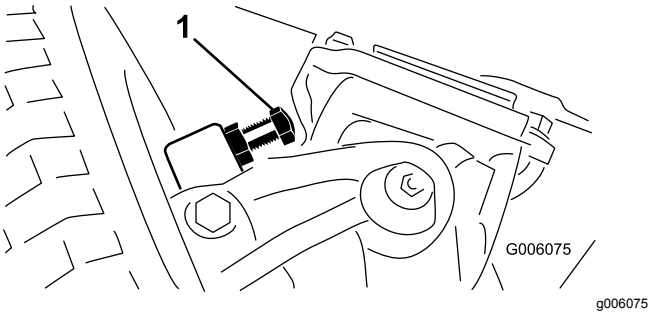

Figur 69
1. Skru boltene inn eller ut til du oppnår en klaring på 0,23 cm. Se Figur 69.